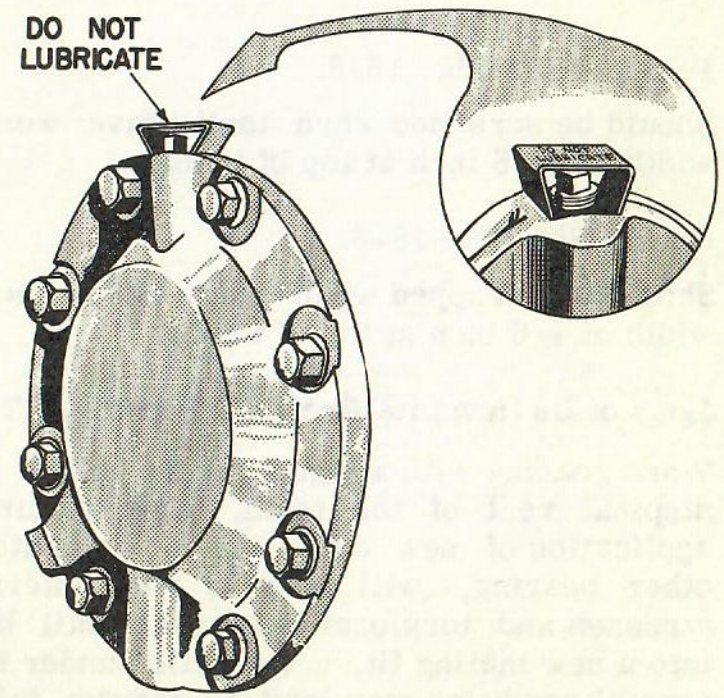

Fig. 15-8
b. Weld a seal, similar to Cat. 8864006P1, over top of pipe plug; this seal bears instruction "DO NOT LUBRICATE". See Fig. 15-8.